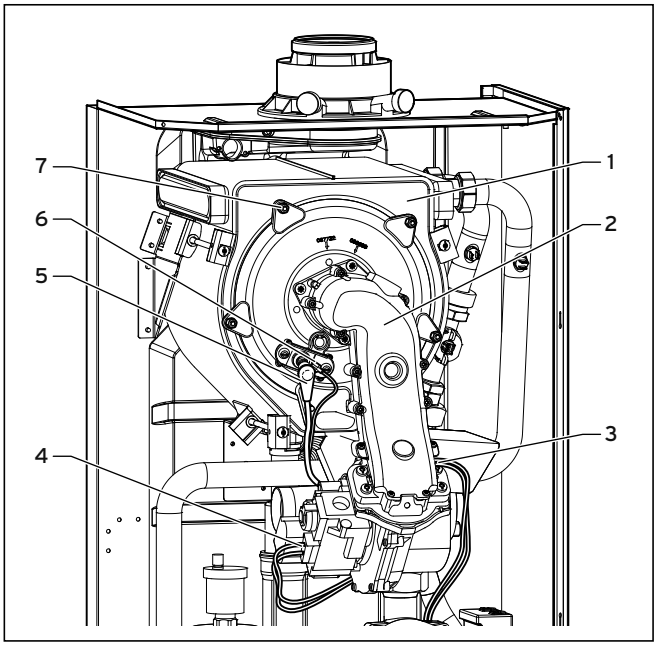

Fig. 8.3 Dismounting compact thermal module
- Insert the compact thermal module (**2**, Fig. 8.3) into the heat exchanger (**1**, Fig. 8.3).
- Tighten the five nuts (**7**, Fig. 8.3) including the retainer for the air intake pipe crosswise until the burner door is uniformly seated on the contact surfaces.
- Plug on the ignition wire (**5**, Fig. 8.3) and the ground connection (**6**, Fig. 8.3).
- Plug on the cables (**3**, Fig. 8.3) at the fan motor and the cable (**4**, Fig. 8.3) at the gas valve.